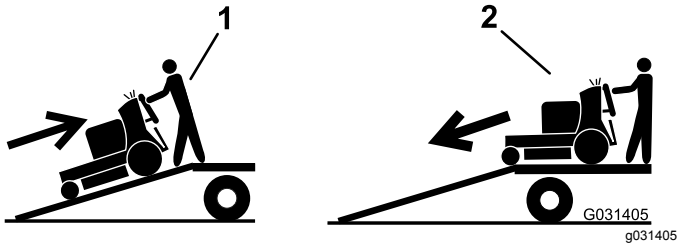

Figur 29
5. Backa maskinen uppför ramper (Figur 29).